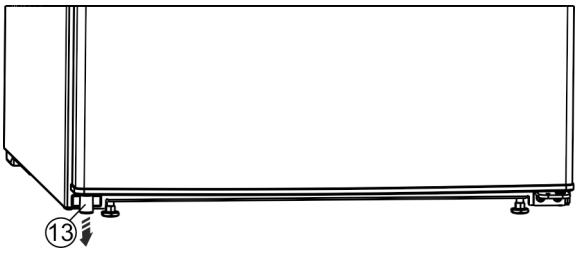

Fig. 5
▶ Retirer la butée *Fig. 5 (13)*de la porte en bas à gauche.